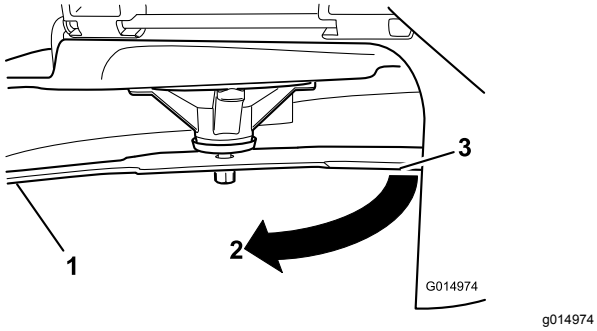

Figur 104
3. Målt avstand mellom blad og overflate (A)
4. Roter den samme kniven 180 grader så den motsatte kniveggen nå er i samme stilling (Figur 104).